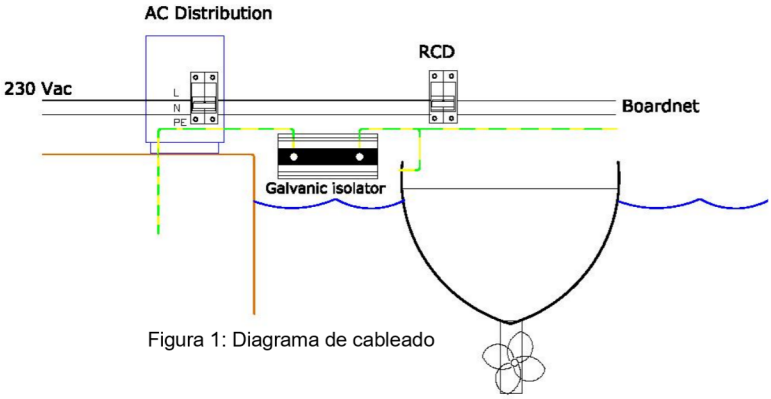

Figura 1: Diagrama de cableado
2.3. Conecte el aislador galvánico en el cable de conexión a tierra verde (seguridad), tal y como se muestra en la figura 1